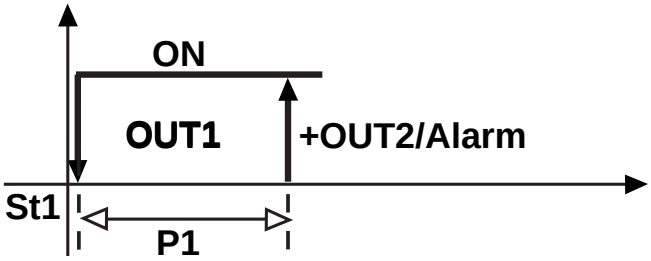

Fig.45
***Solution 2:*** *set C0=2 so that the Differential of NEUTRAL zone P3 will not be considered. Special parameters to be modified when C0=2 (use password 77). C33=1: C36=+100, C37=-100, C38=3 (the other parameters remain unchanged). P25, P26, P27 and P28 allow you to complete the programming step by setting the temperature alarms. The graph below (fig. 45) shows this control logic:*